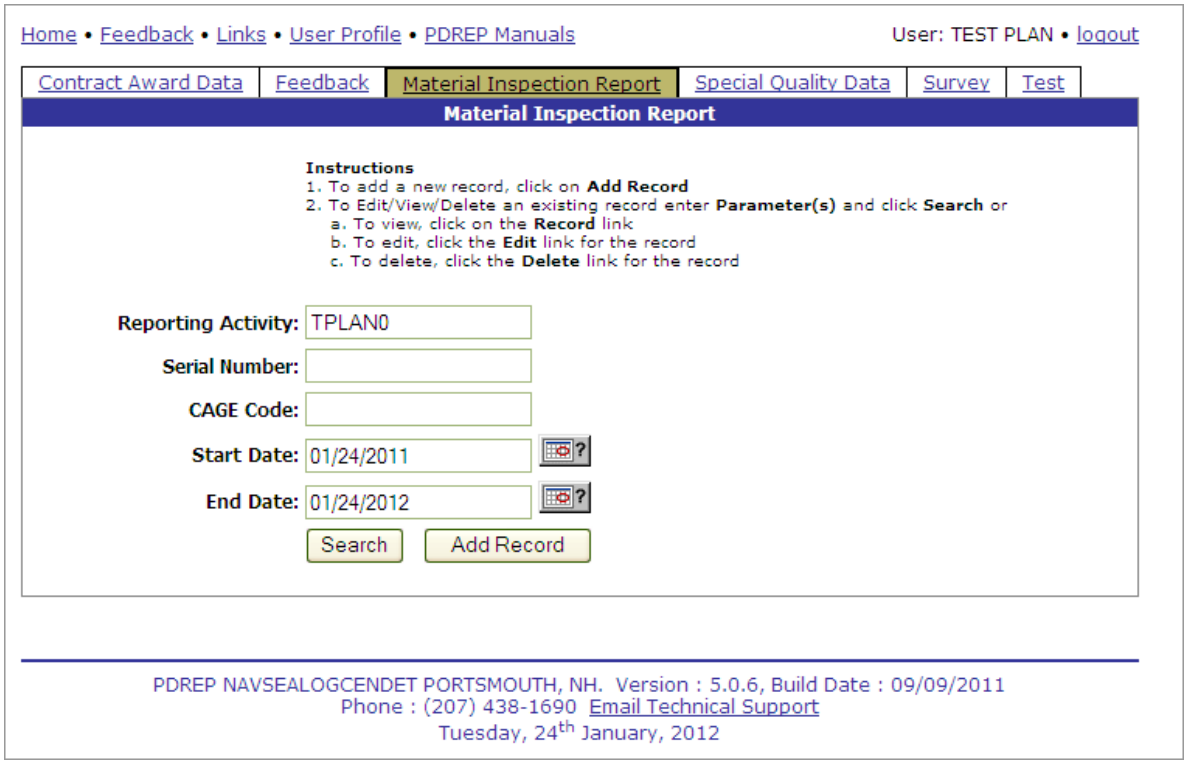

Figure 3.1
a. After logging into PDREP in Section 1, under Data Entry click on the Material Inspection Record link. The user is then automatically directed to the MIR tabs shown below in Figure 3.1.